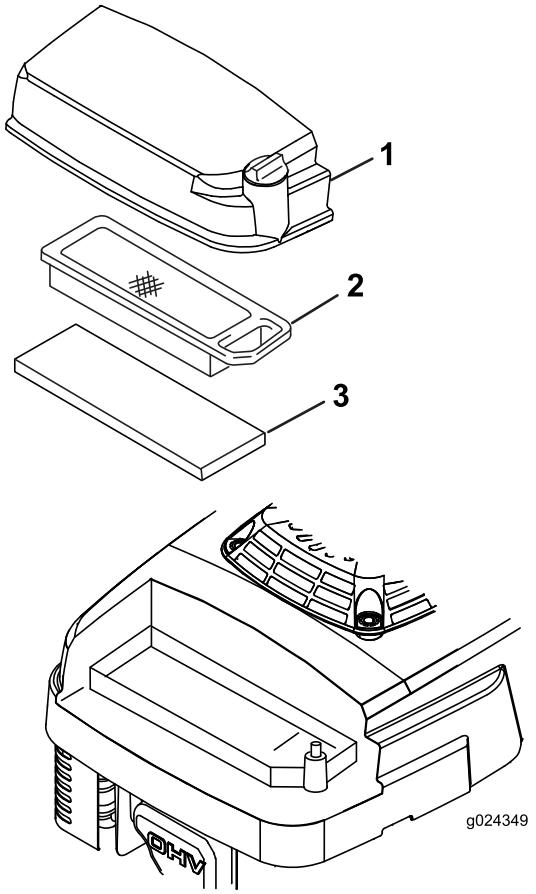

**Figuur 20**
3. Draai de schroef van het luchtfilterdeksel los (Figuur 20).
5. Verwijder en controleer het papieren luchtfilterelement (Figuur 20) en vervang het als het erg vuil is.
6. Verwijder het schuimelement (Figuur 20) en was dit met een mild reinigingsmiddel en water. Dep het daarna droog.